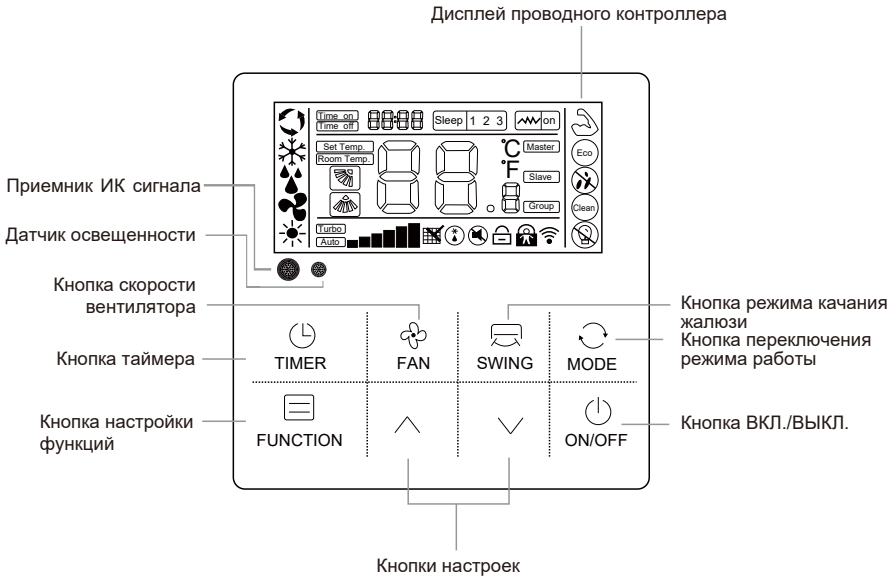

Рис.1.5 - Проводной контроллер WR-05
6.3 Проводной контроллер WR-05 (опция) (рис.1.5)